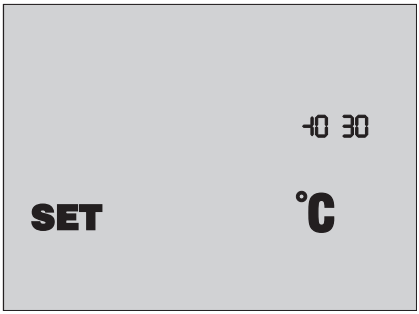

Рис. 14. Налаштування датчиків температури
- Дисплей панелі керування відображає налаштування температури датчика канальної температури та датчика захисту від обмерзання (рис. 14).